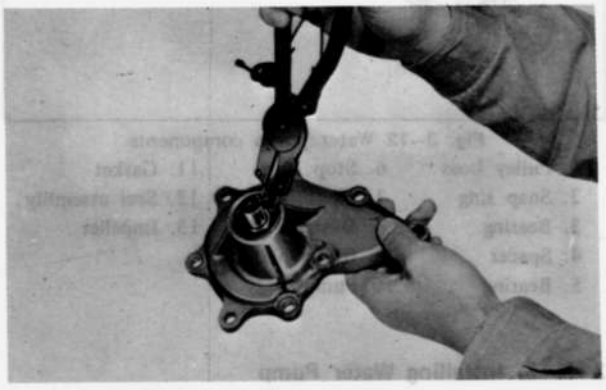

Fig. 3–9 Installing snap ring
9. Press the water pump pulley adapter and pulley boss onto the pump shaft until it contacts with the bearing inner race as shown in Fig. 3–10.